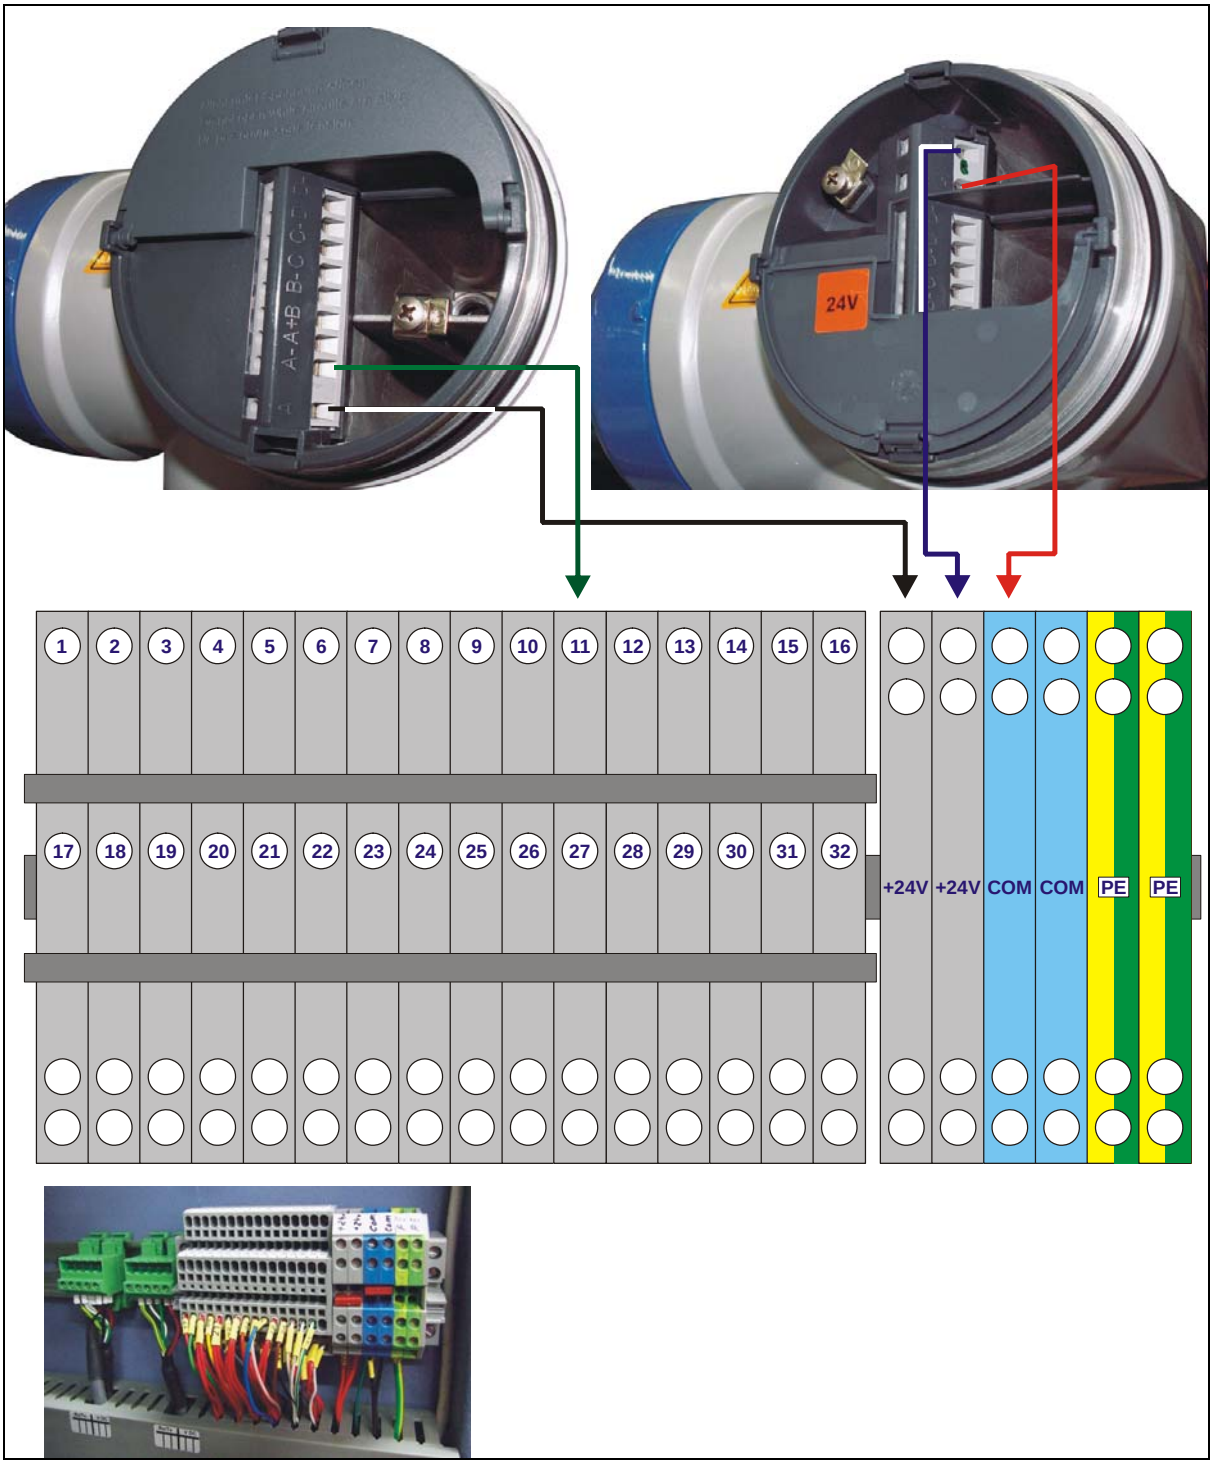

Figure 11: Flow Meter Connections (for illustration purposes only)
Carefully follow the electrical connection instructions as they appear in the flow meter's installation manual. In general, the connections for the various unit models are described and illustrated as follows (refer to Figure 11).
5. Connect the flow meter's two external black ground wires to the connecting pipe sections, one on each side of the meter (see Figure 11).